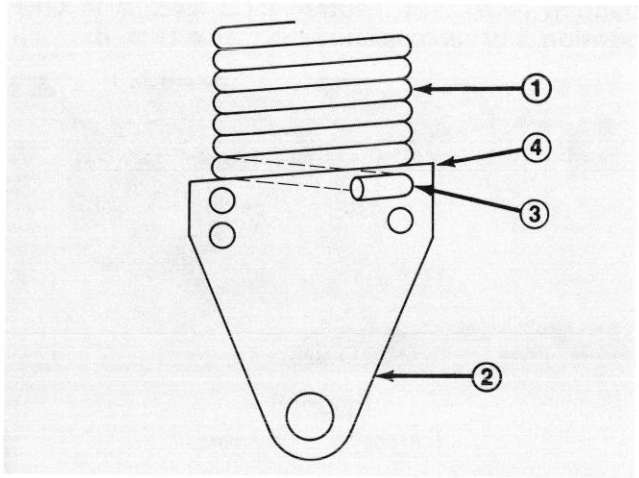

Figure 11
1. Position end of spring through top hole on high side of spring end (Fig. 11).